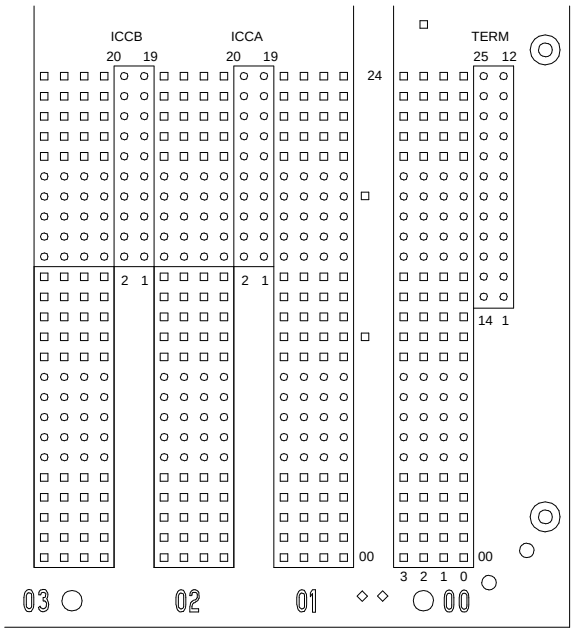
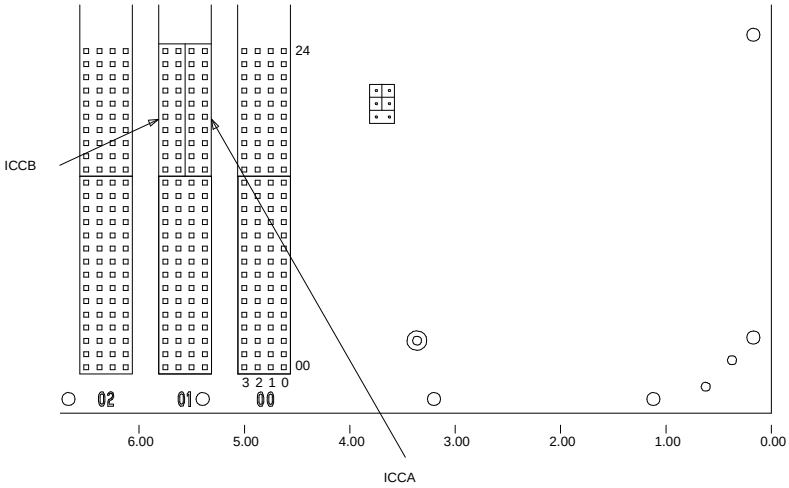

Figure 5-10. ICC Pin-Field Blocks on J58890N Expansion Control Cabinet
Figure 5-11. ICC Pin-Field Blocks on J58890H Port Cabinet
2. See NOTE. Connect the ICC cables as shown in Table 5-5 and Figure 5-10 and Figure 5-11.
3. On the ‘‘A’’ carrier, verify the CFY1 current limiter (CURL) is connected to pin-field block ‘‘00’’ (see Figure 5-10). The CURL’s components should be on the left side as viewed from the rear.